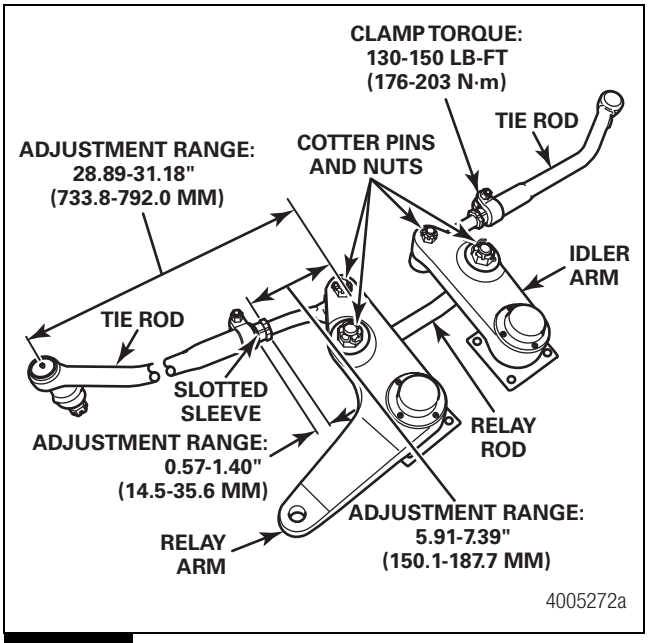

Figure 8.8
C. Verify that the tie rods are the correct length and within 1/8-inch (3 mm) of each other. The tie rod end and the adjusting sleeve must have the correct engagement with the tie rod. Figure 8.8.
D. Tighten the tube clamp nut and bolt on each end of the cross tube to 130-150 lb-ft (176-203 N•m). Ensure that the tie rod is within the adjustment range. Figure 8.8. ⓣ